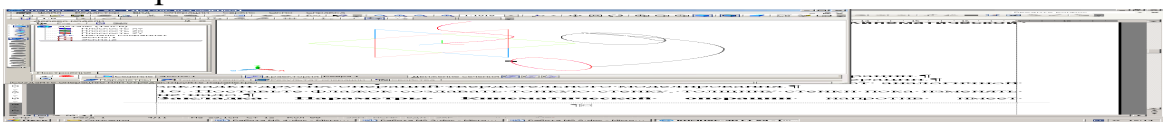

Рис. 4.4. **Панель свойств** кинематической операции.
1.16. На панели построения детали выберите операцию твердотельного моделирования **Кинематическая операция** . **Панель свойств** операции показана на рис. 4.4.
На закладке **Параметры** панели свойств кинематической операции (рис. 4.4) требуется установить параметры выбранной операции и выбрать объекты, участвующие в формировании твердотельной модели.